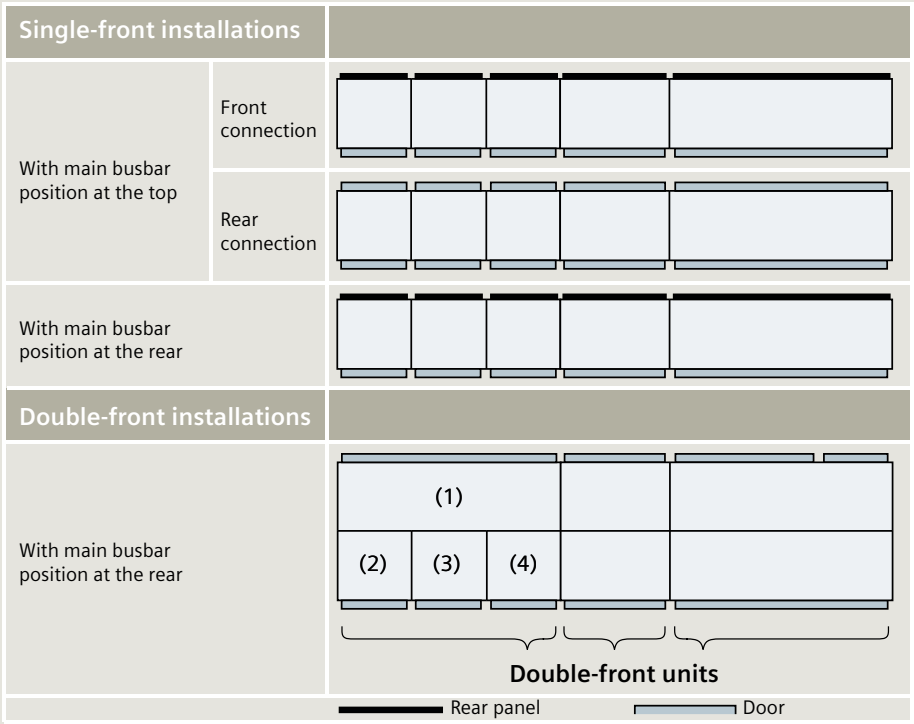

Fig. 3.3-14: Cubicle arrangement for single-front (top) and double-front systems (bottom)
The "double-front unit" system structure is required for the assignment of certain modules and consists of a minimum of two and a maximum of four cubicles (fig. 3.3-14). The width of the double-front unit is determined by the widest cubicle (1) within the double-front unit. This cubicle can be placed on the front or rear side of the double-front unit. Up to three cubicles (2), (3), (4) can be placed on the opposite side. The sum of the cubicle widths (2) to (4) must be equal to the width of the widest cubicle (1). The cubicle combination within the double-front unit is possible for all technical installations with the following exceptions.